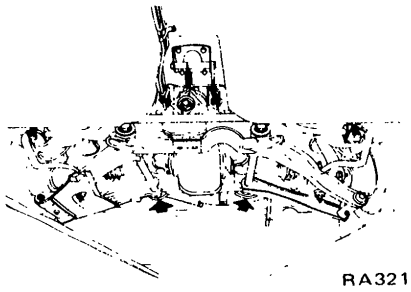

Fig. RA-27 Removing transverse link inner bolts
11. Loosen rear side transverse link inner bolts. See Figure RA-27.